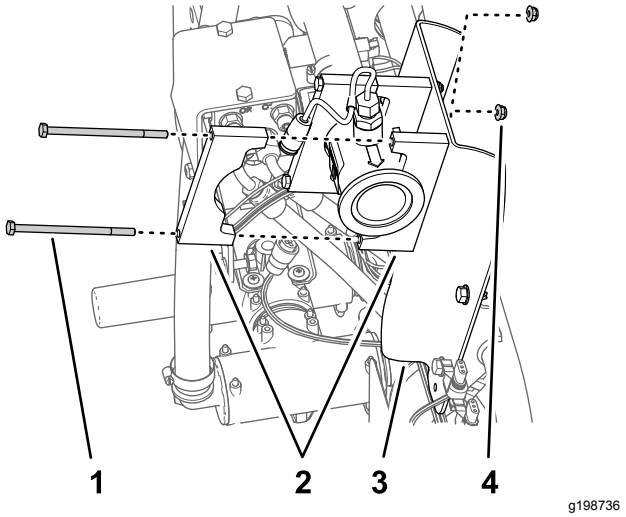

Figur 73
3. Juster 2 støtteklemmedele mellem gennemstrømningsmåleren og gennemstrømningsmålerens beslag, og ret hullerne i klemmehalvdelene ind efter hullerne i beslaget (Figur 73).
4. Ret en støtteklemmehalvdel på bagsiden af gennemstrømningsmåleren ind efter 1 af de klemmehalvdele, som du samlede i trin 3 (Figur 73).
5. Monter klemmehalvdelene på gennemstrømningsmålerens beslag (Figur 73) med 2 bolte (1/4 x 4-1/2 tommer) og 2 flangelåsemøtrikker (1/4 tomme).